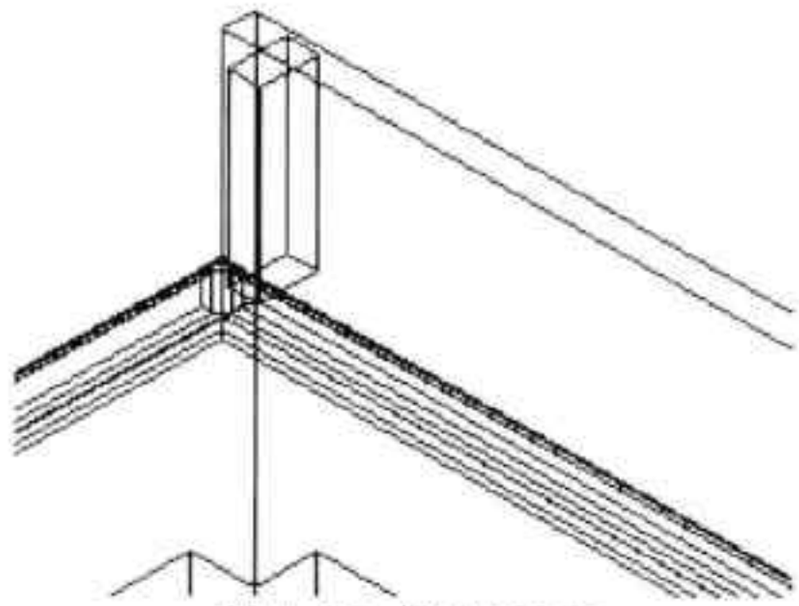

图14-65 绘制长方体
Step12 执行“长方体”命令，绘制长 90mm、宽 50mm、高 300mm 的长方体，放置在床靠板中，如图 14-65 所示。